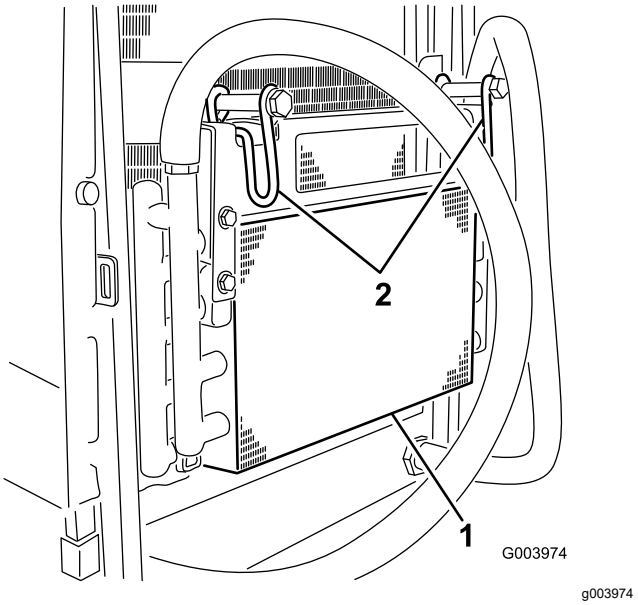

Figur 141
7. Drej de 2 oliekølerlåse indad, og vip oliekøleren (Figur 141).